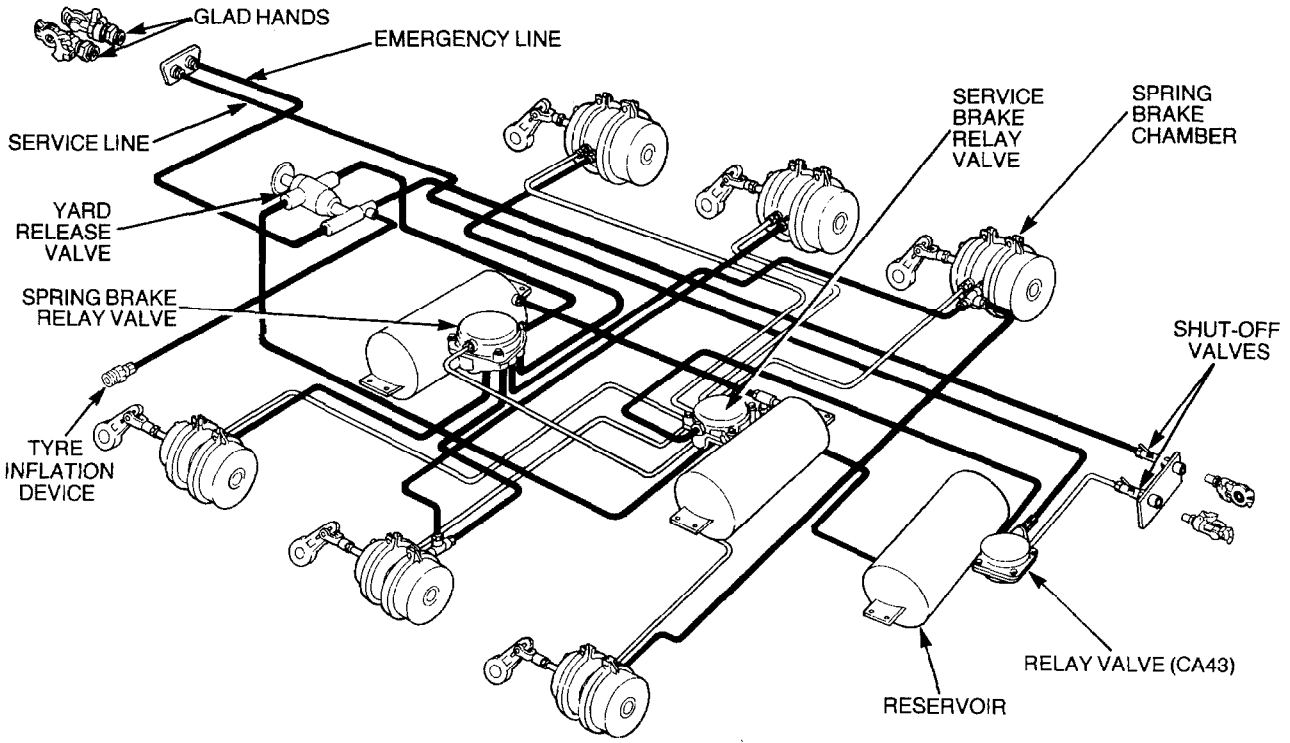

Figure 3 — Air Brake System
6. Air operated brakes comprising a service brake and spring brake chamber are fitted to each axle on the trailer. The service and emergency lines are connected to the towing vehicle via glad hand couplings. This supplies the air to the three air reservoirs (see Fig. 3), which supply the service and emergency parking brakes and the braking system of a towed dolly converter.